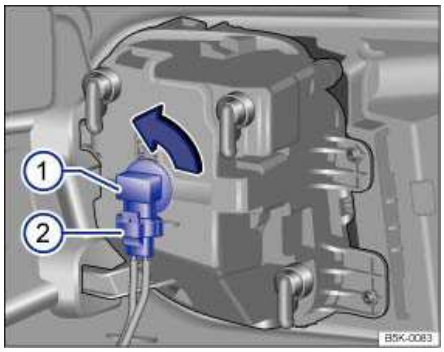

Fig. 179 Replacing a light bulb in the fog light.
3.	Release the connector ⇒ fig. 179 (2) and pull it off.
4.	Turn the bulb holder (1) as far as it goes to the left and then pull it out with the light bulb to the rear.